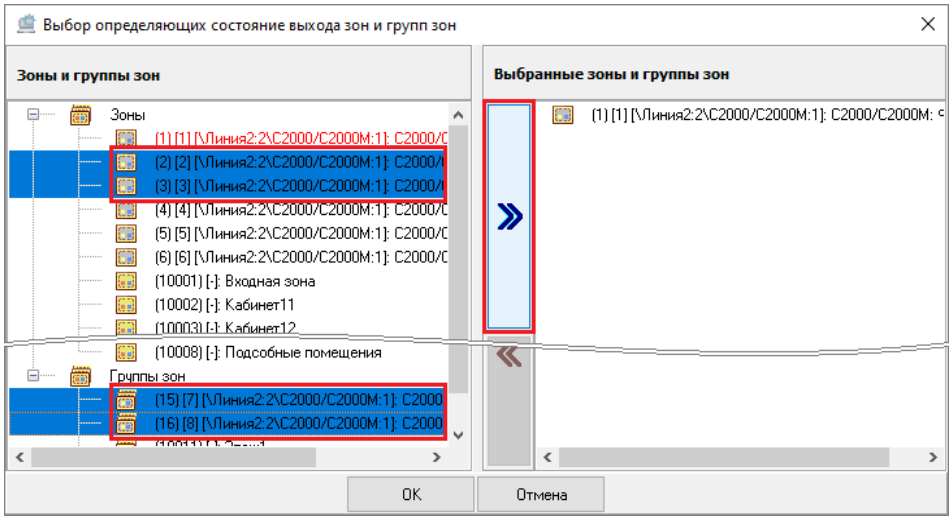

Рисунок 6-385 Выбор нескольких зон и групп зон в качестве определяющих состояние выхода кнопкой переноса
– выделите одну или несколько зон/групп зон в поле «Зоны и группы зон» (для выделения сразу нескольких зон/групп зон нажмите на клавиатуре и удерживайте клавишу <Shift> для выбора диапазона или клавишу <Ctrl> для комбинированного выбора) и нажмите кнопку переноса (см. Рисунок 6-385);